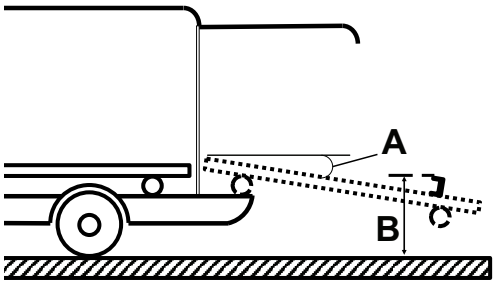

Figur 14 – Specifikationer för fångstplatta och lastbordssystem
- Lastbordssystemets vinkel (A) överstiger inte 16° (Figur 14)
- Höjden (B) från toppen av fångstplattan till marken är mellan 28,0 (71,1 cm) tum och 29,4 tum (74,7 cm) (Figur 14)